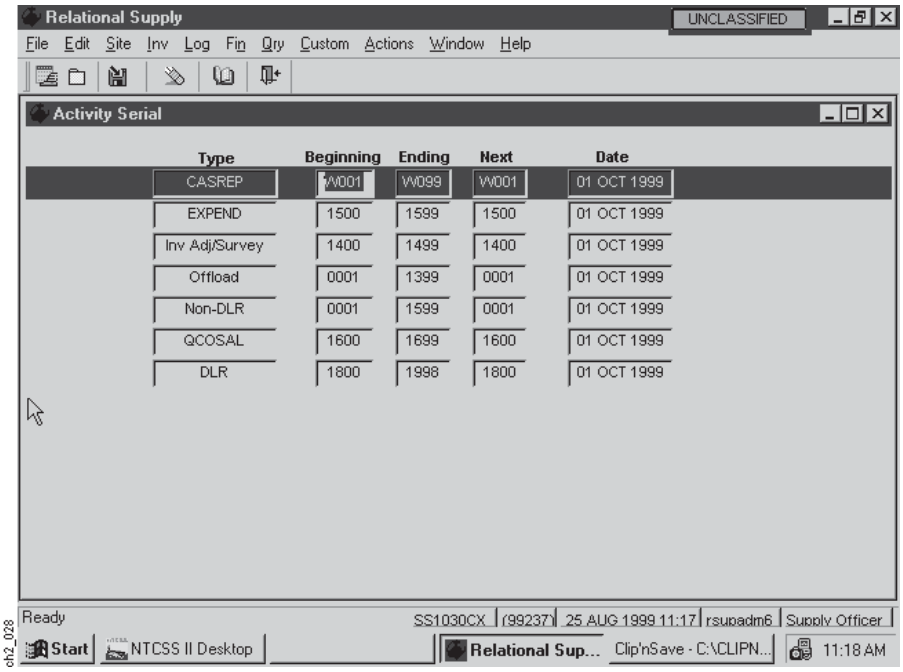

Figure 2-39
(1) Step 1. From the Activity Serial Screen above (Figure 2-39), select the Beginning or Ending Data Field to highlight the entire row so that you can modify data.
(2) Step 2. Type over the data that you wish to replace in the serial-number ranges for any of the following serial types: